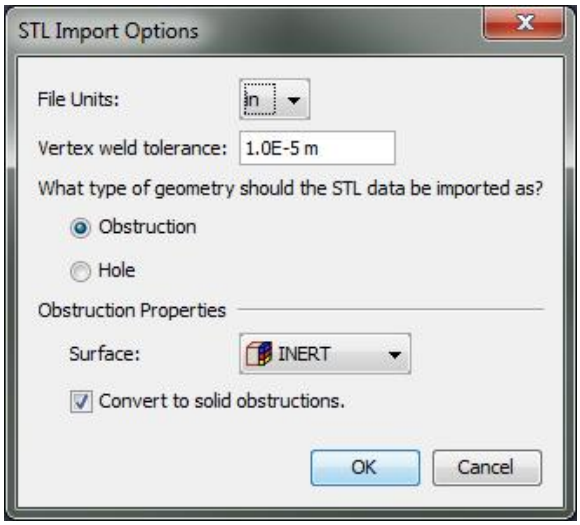

图4:2 STL导入选项对话框
3. 在STL导入选项对话框中输入导入选项，如图4:2所示。单击**确认**开始导入。